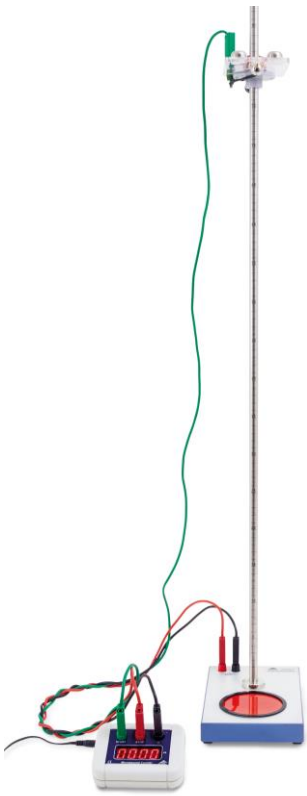

Fig 2 Millisekundenzähler und Freier-Fall-Gerät
- Eingangsbuchsen (1, 2, 3) des Millisekundenzählers mit den 3 Buchsen des Freier-Fall-Gerätes verbinden (siehe Fig. 2). Dabei die farbliche Zuordnung beachten!
- 12 V AC Steckernetzgerät an den Millisekundenzähler (4) anschließen.